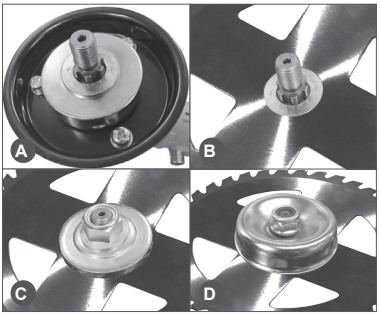

Рис. 5 Установка ножа
Установите на редуктор защитную шайбу (A) Рис.5. Установите на редуктор нож для травы (Рис.5B). При установке посадочное отверстие в ноже должно точно совпасть с выступом на шайбе. Установите прижимную шайбу ножа (Рис.5C). Установите ограничительную чашку и закрутите гайку крепления ножа (Рис.5D).